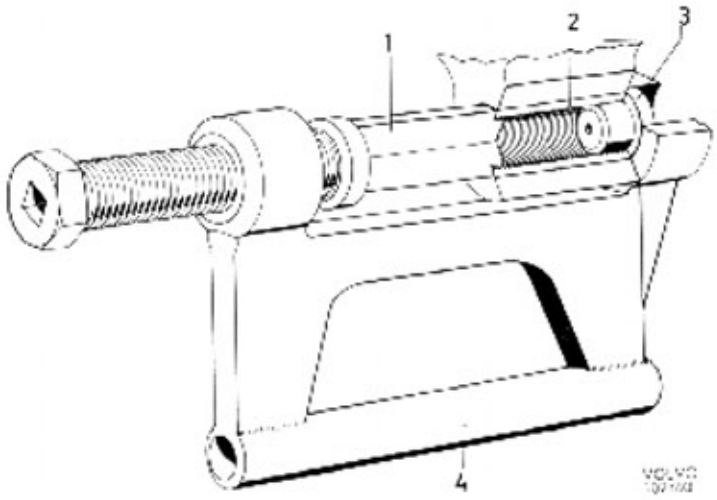

Bild 72-4. Demontering av fjäderbussning
Sätt styrdonen (3) i bussningen (2) enligt bild 72-4 och haka fast pressbygeln (4). Sätt i pressdornen (1) och drag åt spindeln. Spindeln är försedd med ett fyrkanthål för direkt anslutning av mutterdragare eller spärrhandtag. Pressa ut bussningen.